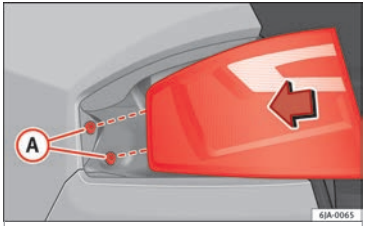

Fig. 102 Fit the tail light unit.
– Press the rear light unit backwards (driving direction) by fitting the fastenings into the rubber mountings ››› **Fig. 102** (A).